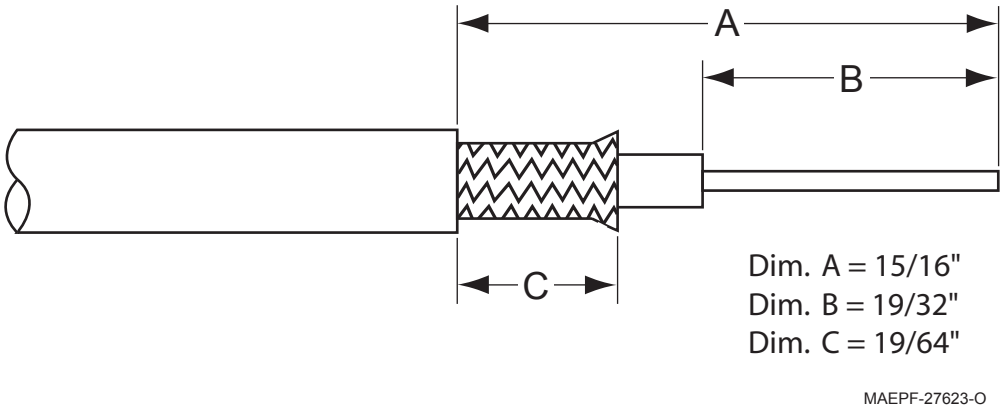

Figure 11.
2. Prepare cable to strip dimensions as per Figure 11.